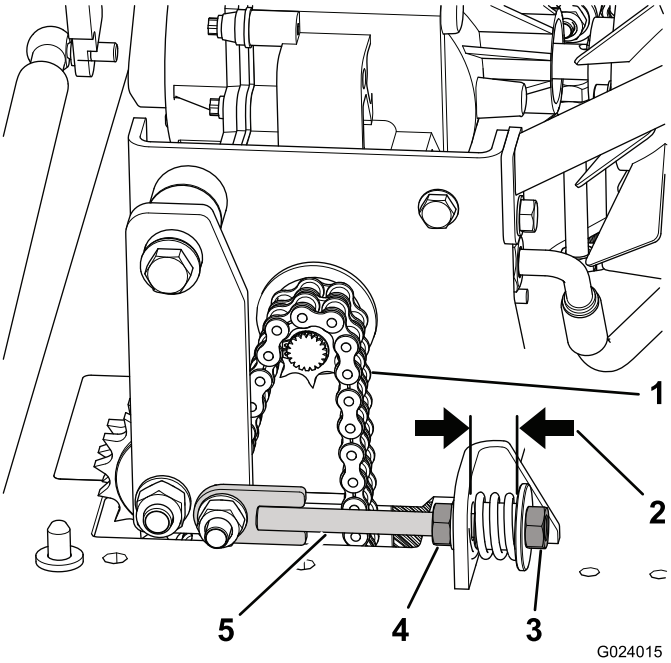

图34
- 拧松张紧装置杆上的锁紧螺母（图34）。
- 拧松或拧紧拉紧螺母、直到隔片与固定支架之间的距离等于 19mm；请参阅 图34。